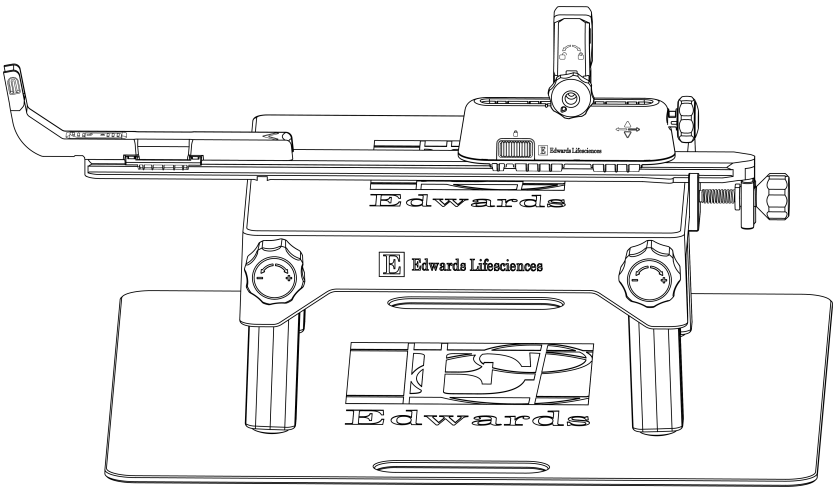

Figure 9: Edwards EVOQUE System Accessories Set 2
■ Figure 9 : Ensemble d'accessoires 2 du système Edwards EVOQUE
■ Abbildung 9: Edwards EVOQUE System Zubehörset 2
■ Afbeelding 9: Accessoireset 2 Edwards EVOQUE -systeem ■ Figur 9: Edwards EVOQUE systemtilbehørssæt 2
■ Rysunek 9: Zestaw akcesoriów 2 do systemu Edwards EVOQUE
■ Рис. 9. Набор принадлежностей 2 для системы Edwards EVOQUE